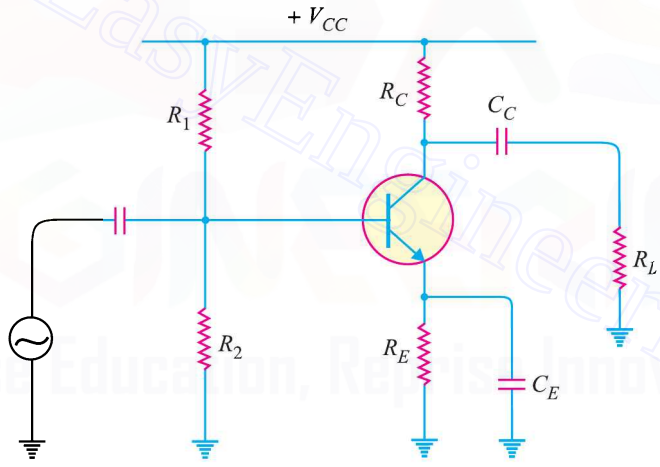

Fig. 10.46
3. Fig. 10.46 shows the transistor amplifier. If R_C = 4 kΩ, R_E = 5 kΩ and V_{CC} = 30 V, draw the d.c. load line.
4. Find the operating point for Fig. 10.46, V_{CC} = 30 V, R_1 = 20 kΩ, R_2 = 20 kΩ, R_C = 4 kΩ, R_E = 5 kΩ. **[13.2V, 1.85mA]**
5. For the circuit shown in Fig. 10.46, find the voltage gain if β = 100, R_C = 3 kΩ, R_L = 6 kΩ and R_{in} = 2 kΩ. **[100]**
6. In the circuit shown in Fig. 10.46, V_{CC} = 30 V, R_1 = 2 kΩ, R_2 = 1 kΩ, R_C = 2 kΩ, R_L = 2 kΩ, R_E = 1 kΩ. Draw the d.c. and a.c. load lines.